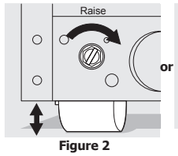

Figure 2
2. Use a flat-blade screwdriver or $^3/_8$ inch socket wrench to raise or lower the front rollers (Figure 2).